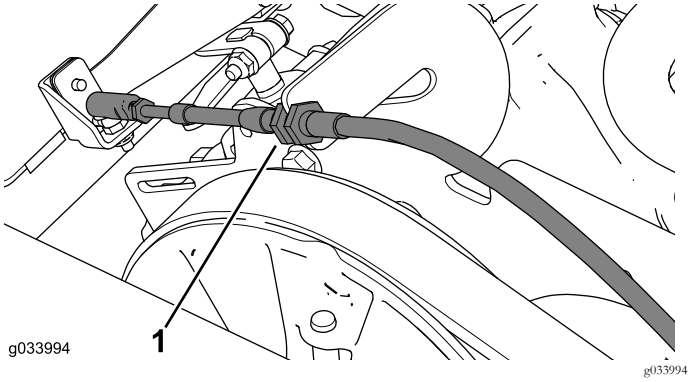

Figur 10
4. Koble girkabelen fra girkabelbraketten og fjern den fra girkabelbraketten (Figur 10).